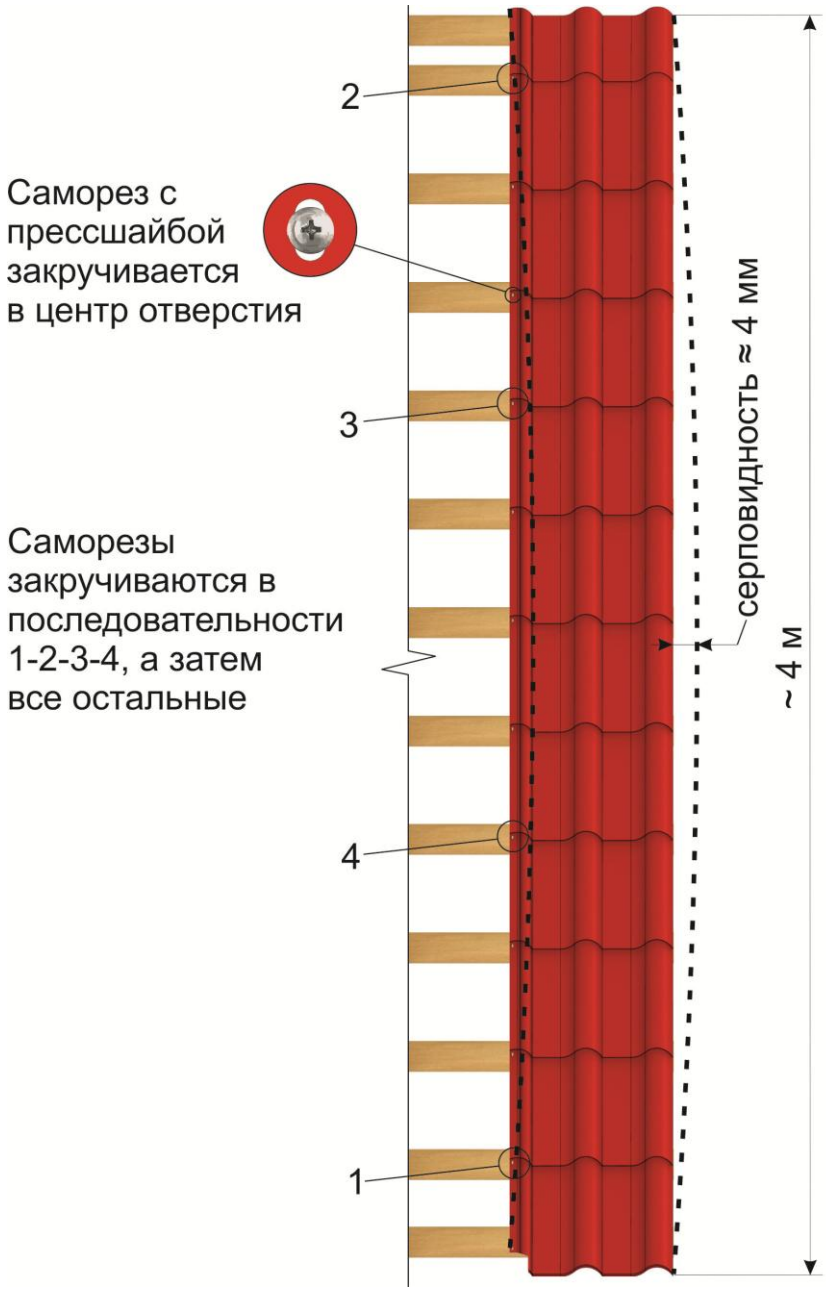

Рис. 4 Устранение серповидности
5.2.7. Устранить серповидность и закрепить лист по всей длине (рис. 4).